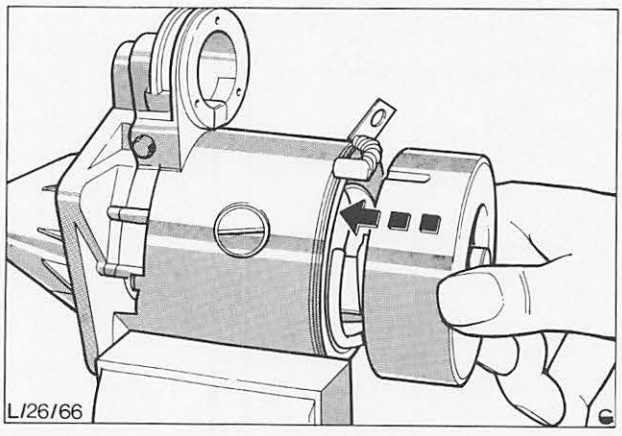

Abb. 76 Gummi-Isolator in die Aussparung im Kollektorlagerschild einsetzen.
19. Kollektorlagerschild am Polgehäuse ansetzen und über die Gewindestifte (falls vorhanden) führen, dabei den Gummi-Isolator in die Aussparung im Schild einsetzen, Abb. 76. Kollektorlagerschild mit zwei Muttern und Scheiben bzw. mit zwei Verbindungsschrauben befestigen.